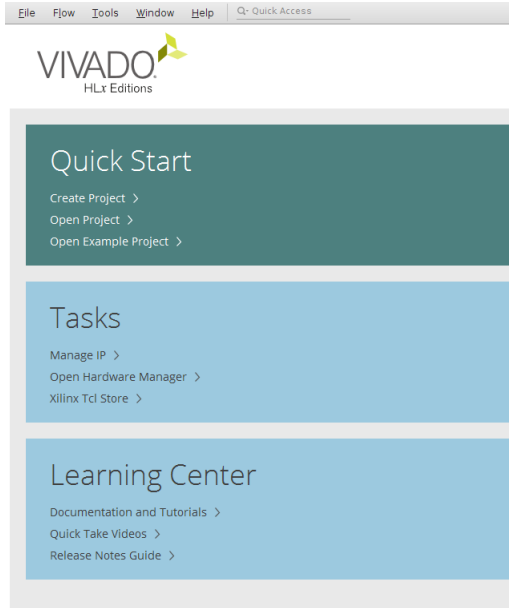

Figure 2: Quick Start and Open Project
4. Open the Vivado project by first opening Vivado and then clicking Open Project under Quick Start (i.e., Figure 2). The Vivado project should be available in your directory. Navigate to the Lab 2 project folder you extracted from you Canvas zip file and select the Lab 2 project file inside that folder. You may need to click **yes** to allow the project to be updated your version of Vivado too. AMD's Vivado utilizes a lot of memory space, so it may take some time to open.